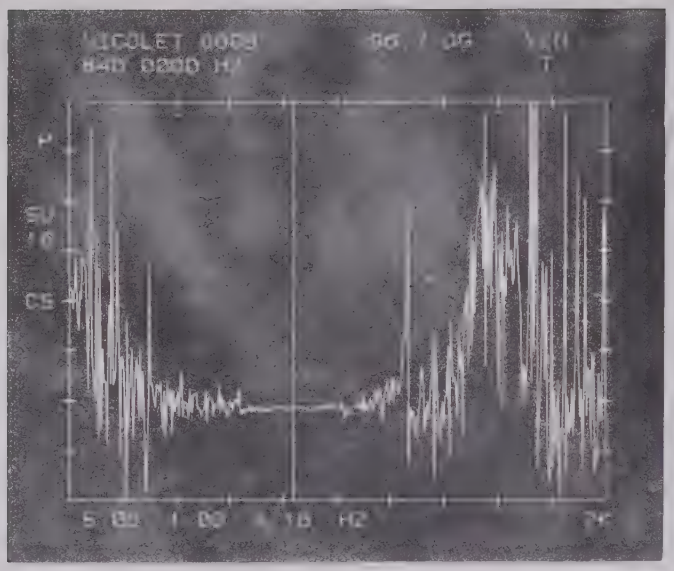
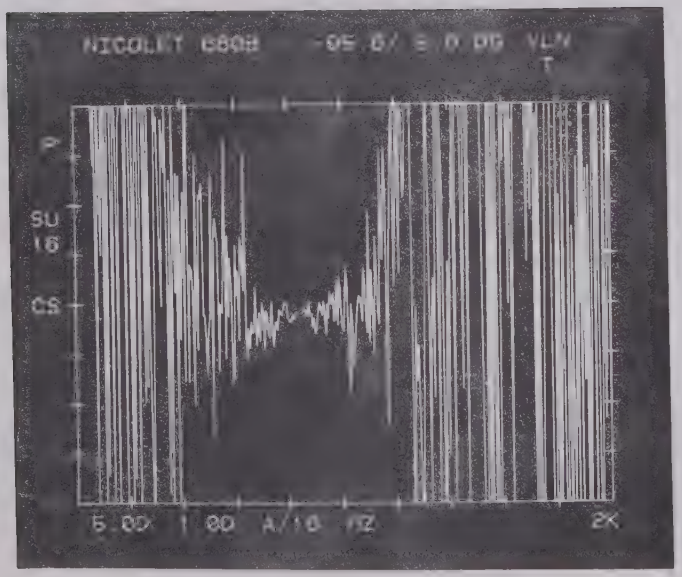

FIGURE 12B
FIGURE 12C
2. Phase data is normally displayed between ±180° with a 0° display center. While viewing only a single or dual trace phase display, the display center and expansion may be adjusted using the GAIN controls. The UPPER gain control adjusts the phase display center and the LOWER gain control adjusts the expansion (degrees/tic mark). When a phase/mag display is selected the phase display scaling returns to normal. A normal phase display of cross spectrum (CS) is depicted in Figure 12B. The cursor readout indicates the absolute phase of -97.6°. Figure 12C is an example of phase center rotation and expansion. When the cursor is turned off the cursor readout displays (phase display center/degrees per tick mark -95.6/5.6 ).